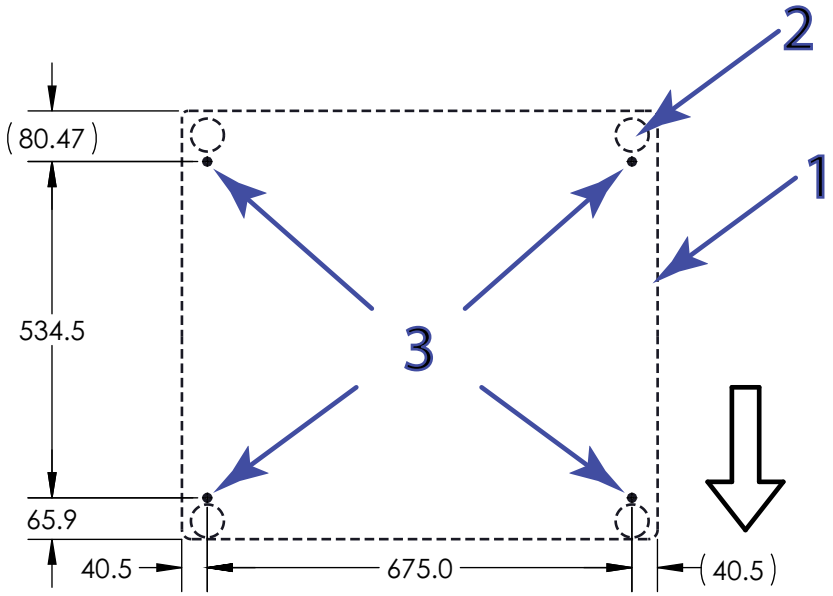

図 14. アンカーポイントの位置 (上から見た図)
説明 図 14
1. フレームベースのアンカーポイントに合わせるには、65 ページの図 14 を参照し、テーブルの適切な位置に穴を開けます。直径 15 mm (0.59 インチ) の穴を推奨します。